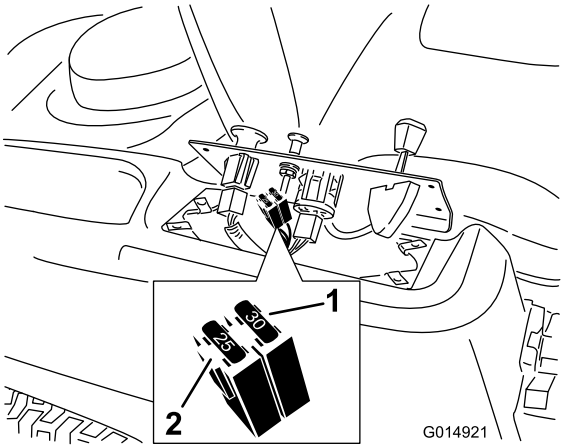

Figuur 49
2. Breng het bedieningspaneel omhoog om toegang te krijgen tot de hoofdkabelboom en het zekeringenblok (Figuur 49).
3. Om een zekering te vervangen, trekt u de zekering omhoog (Figuur 49).